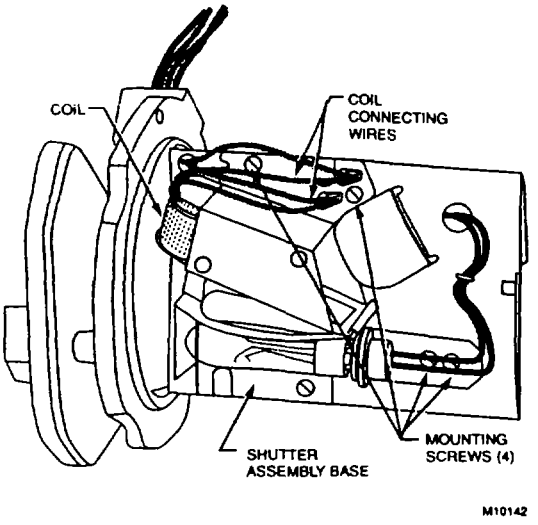

Fig. 13. Replacing coil and shutter assembly.
1. Clean the viewing window (or focusing lens) when necessary. Remove the detector (see Troubleshooting section) and use a clean cloth over the eraser end of a pencil. Do not remove the window (or lens) to clean it. If it is broken or damaged or it is coated with a substance that cannot be removed, replace it (see Fig. 13).